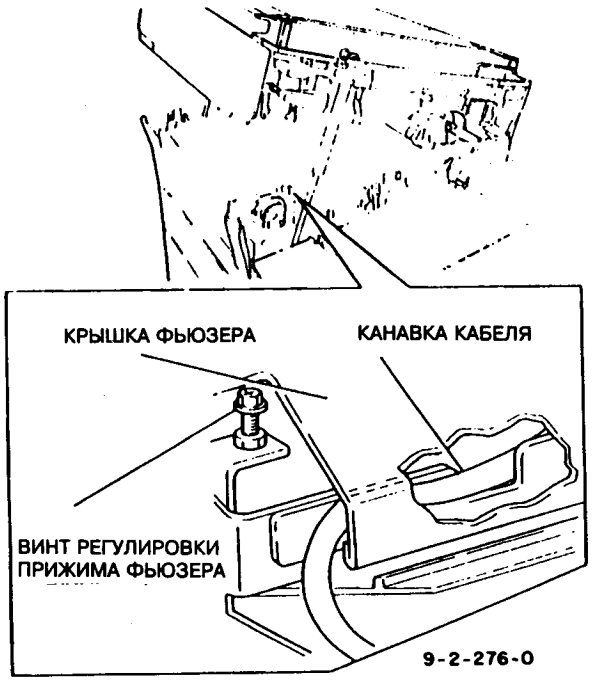

Рис.8 Прокладка жгута термистора фьюзера
Обеспечить прокладку и закрепление жгута спереди узла фьюзера, как показано на рис.8, чтобы избежать контакта с винтом регулировки прижимного усилия фьюзера и плунжером.
3. Тщательно провести и закрепить жгут термистора фьюзера, как показано на рис.8. Установить крышку фьюзера, следя за тем, чтобы жгут не проходил близко к винту регулировки прижимного усилия фьюзера.